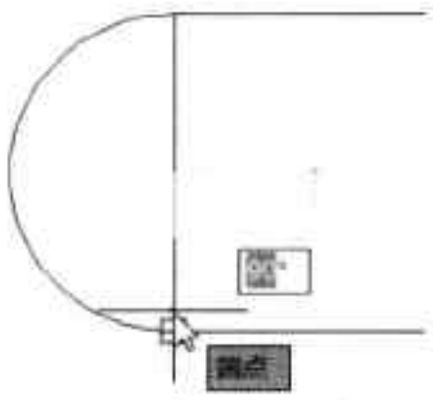

图5-43 绘制另一侧圆弧
Step 03 选择“起点、圆心、端点”选项，捕捉长方形左侧边线的端点和中点作为起点、圆心和端点，如图 5-43 所示。